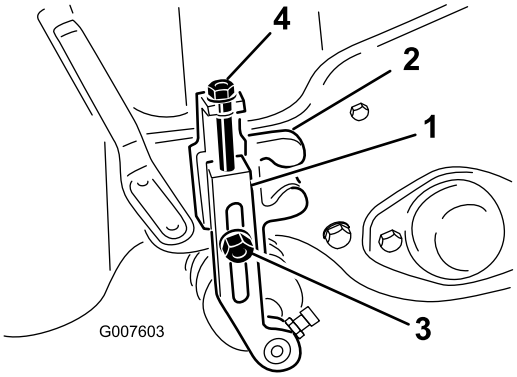

Rysunek 48
2. Poluzuj przeciwnakrętki mocujące ramiona wysokości cięcia do wsporników wysokości cięcia (Rysunek 48).